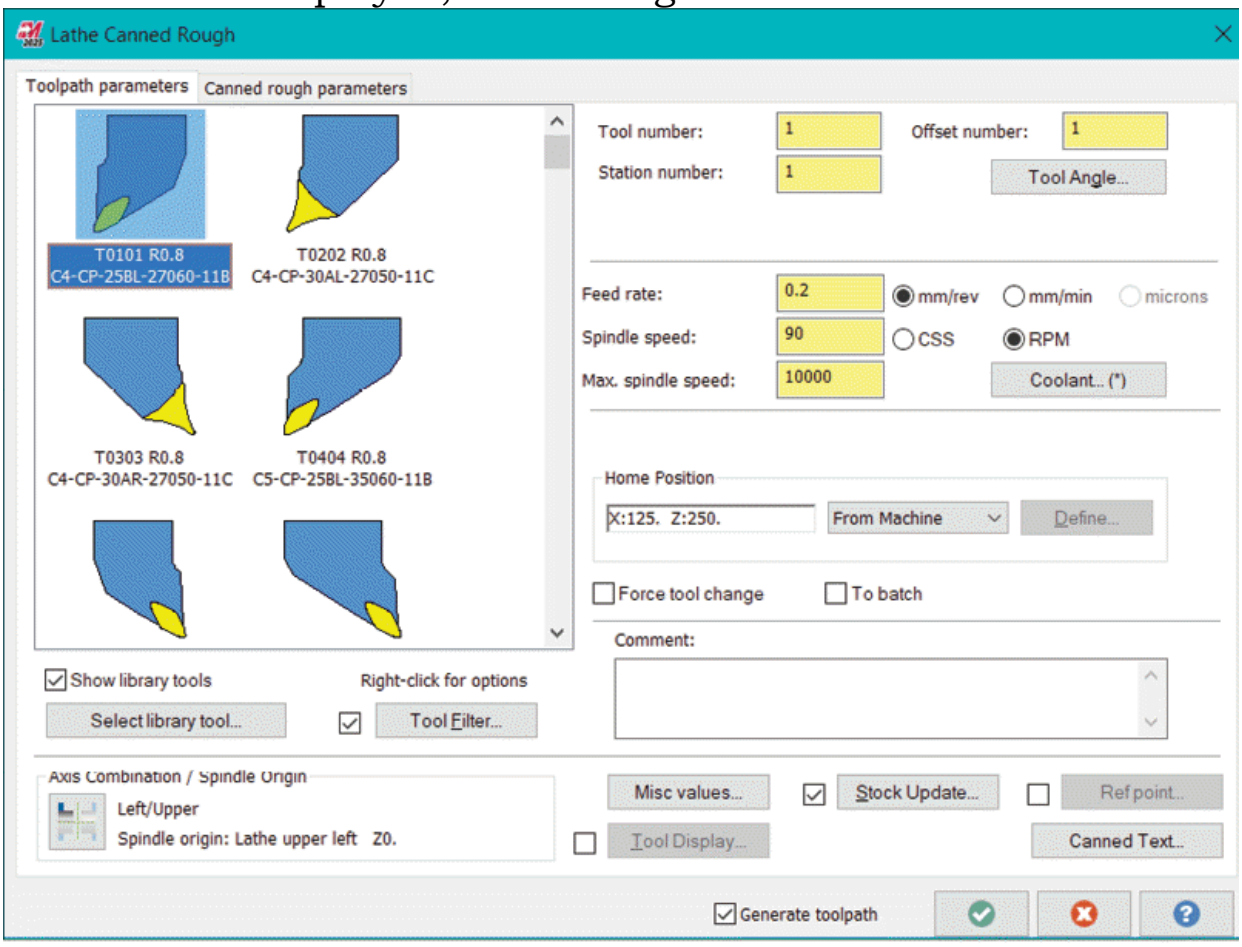

Figure-105. Lathe Canned Rough dialog box
- Select the sketched chain for toolpath and click on the **OK** button from the dialog box. The **Lathe Canned Rough** dialog box will be displayed; refer to Figure-105.